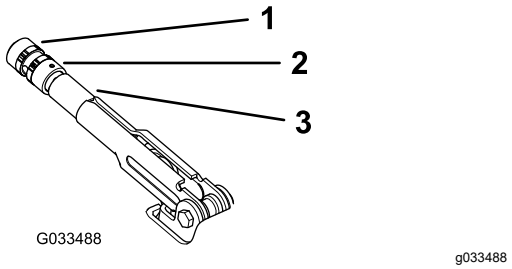

Figuur 60
2. Draai de stelschroef los waarmee de knop is bevestigd aan de parkeerremhendel (Figuur 60).
3. Draai aan de knop (Figuur 60) totdat een kracht van 20 tot 22 kg nodig is om de hendel te bedienen.
4. Draai de stelschroef vast als u klaar bent (Figuur 60).